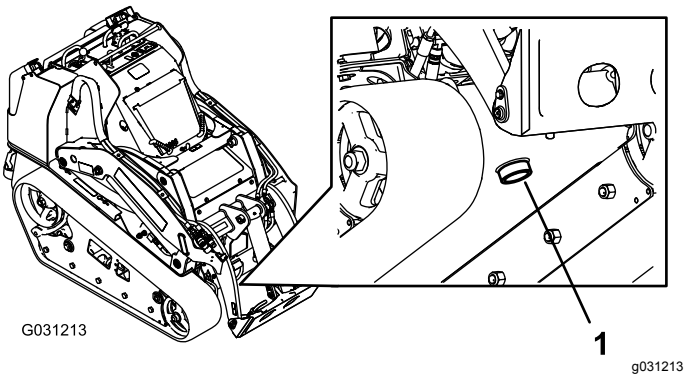

**Rysunek 63**
7. Umieść duży pojemnik (o pojemności co najmniej 57 litrów) pod korkiem spustowym z przodu zespołu jezdnego (Rysunek 63).
8. Odkręć korek spustowy i poczekaj, aż olej ścieknie do pojemnika (Rysunek 63).